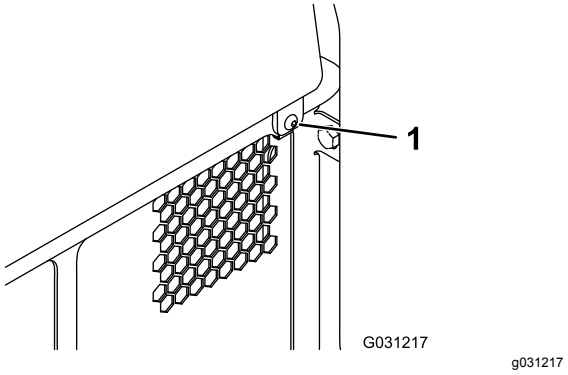

**Rysunek 36**
1. Zdejmij element mocujący (Rysunek 36).
2. Unieś tylną pokrywę dostępową, aby uzyskać dostęp do elementów wewnętrznych (Rysunek 36).